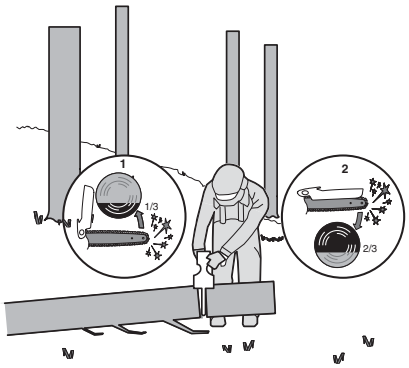

Figura. 3
Tronco apoyado en un extremo, Haga el primer corte del lado inferior del Tronco, atraviese 1/3 del diámetro del tronco (1). Este corte impedirá la producción de astillas en esta sección al completarse el corte (2). Figura. 3)